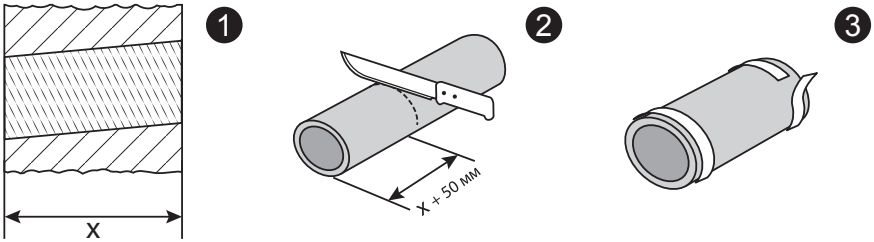

Рис.6. Подготовка тепло-шумоизоляционной трубы к установке в канал воздуховода.
4.6.11. Измерить глубину канала воздуховода в стене, используя рулетку. Подготовить тепло-шумоизоляционную трубу из вспененного полиэтилена длиной 50 мм + глубина канала воздуховода (рис. 6, изобр. 1,2). Использовать тепло-шумоизоляционные труби марки ТИЛИТ Супер (либо аналог), с внешним диаметром 133 мм и толщиной стенки 20 мм.
Если требования не были выполнены (например, внешний диаметр трубы меньше заявленного производителем), то после извлечения трубы из канала воздуховода необходимо отступить от каждого из концов трубки по 30 мм и наклеить в этом месте уплотнитель EPDM 2x20 на самоклеющейся основе (рис. 6, изобр. 3).